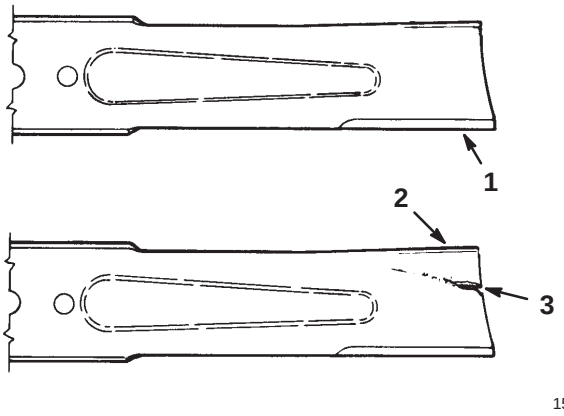

Figure 22
2. Inspect the cutting edges (Fig. 22). If the edges are not sharp or have nicks, remove the blade(s) and sharpen them; refer to Sharpening the Blade(s), page 18.
3. Inspect the blade(s), especially the curved area (Fig. 22). If you notice any damage, wear, or a slot forming in this area (Fig. 22), immediately install a new blade.